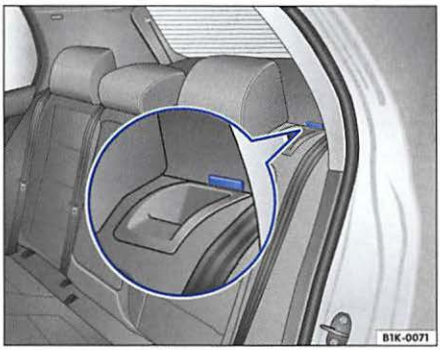

Fig. 57 Seatback latch for the rear seat
– Fold the backrest backwards and press it back firmly until it latches. The red mark on the release button should no longer be visible ⇒ fig. 57.
- A red mark on the backrest latch ⇒ fig. 57 shows that the backrest is not securely engaged. When the marker is not visible the backrest is properly and securely latched. Always make sure the mark is not visible after raising the backrests to the upright position. ◀